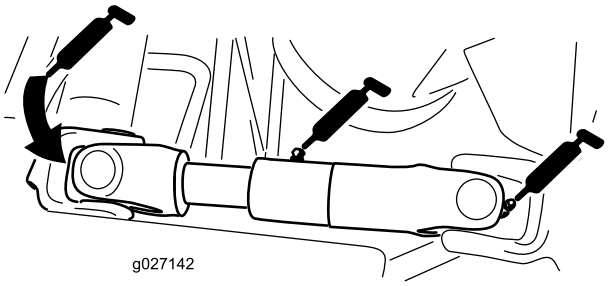

Figur 47
- Pumpdrivaxelns U-led (3) (Figur 47)